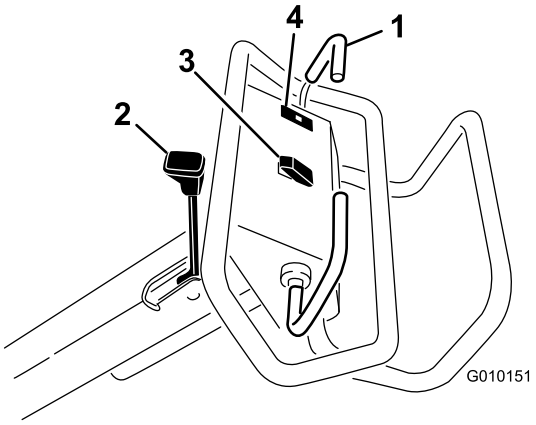

**Figur 13**
For å kjøre fremover, flytt trekkspaken fremover. For å kjøre bakover, flytt trekkspaken bakover (Figur 13).
Når du vil koble til parkeringsbremsen, flytt spaken mot motoren. For å koble fra parkeringsbremsen, flytt spaken fremover (Figur 13).
Varsellampen for oljetrykk (Figur 13) lyser når oljetrykket i motoren reduseres til det er under et sikkert nivå. Hvis det oppstår et lavt oljetrykk, stopper du motoren og finner årsaken til problemet. Reparer skaden før du starter motoren igjen.
**Heve**– trykk på toppen av bryteren (Figur 13) for å heve luftehodet og koble fra luftehodet. Motoren må gå for å produsere løftetrykk. Hvis luftehodet er lavere enn transporthøyden, se Systemkontrollkretsløpet tilbakestilt.
**Senke/aktivere** – trykk nederst på bryteren (Figur 13) for å senke og aktivere luftehodet. Trekkspaken må stå i fremoverinnstilling for at bryteren skal fungere.